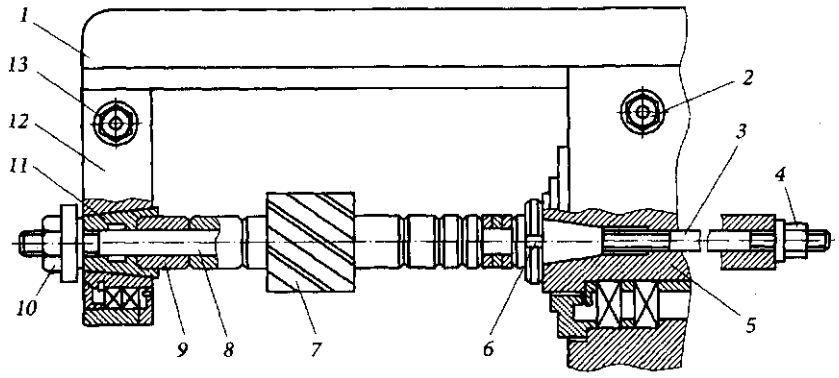
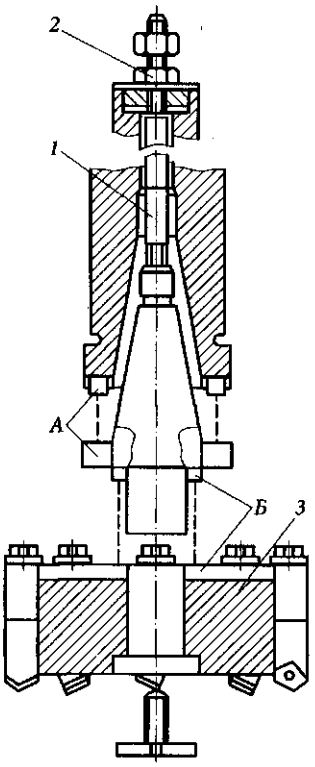

Рис. 4.6. Оправка для установки цилиндрических и дисковых фрез:
Рис. 4.7. Оправка для концевых и торцевых фрез:
Приспособления для закрепления инструмента обеспечивают его установку и фиксацию в коническом отверстии шпинделя станка. Цилиндрические и дисковые фрезы ставят при помощи цилиндрических (рис. 4.6), а торцевые — при помощи конических (рис. 4.7) оправок. Концевые фрезы устанавливают в коническом отверстии шпинделя станка, используя переходные втулки или патроны.
1. Введите конический хвостовик оправки *8* в коническое отверстие шпинделя (см. рис. 4.6). Сухари при этом должны войти в пазы фланца шпинделя и оправки.
1. Установите концевую оправку в коническом отверстии шпинделя станка (см. рис. 4.7), закрепив ее шомполом *1*.